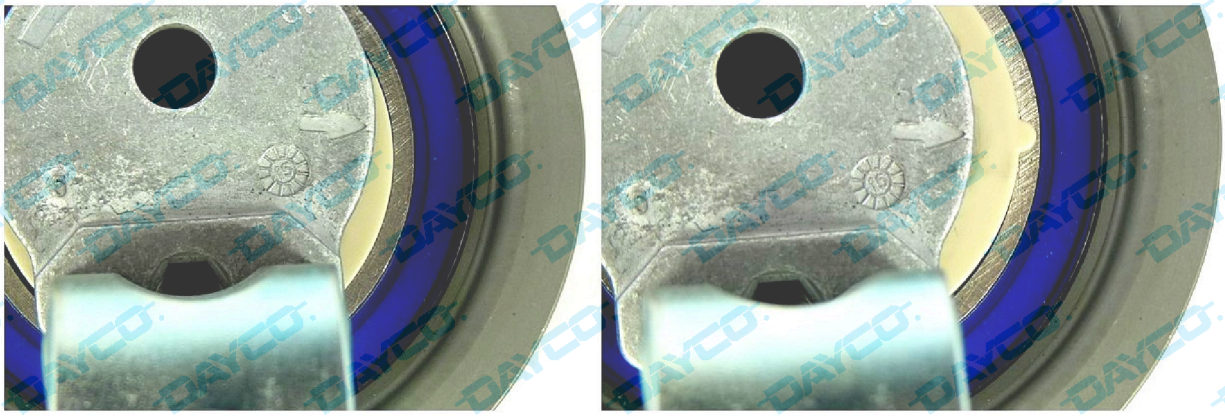

Fig. 4
- Alinear la flecha de la placa con la referencia circular (Fig. 4).